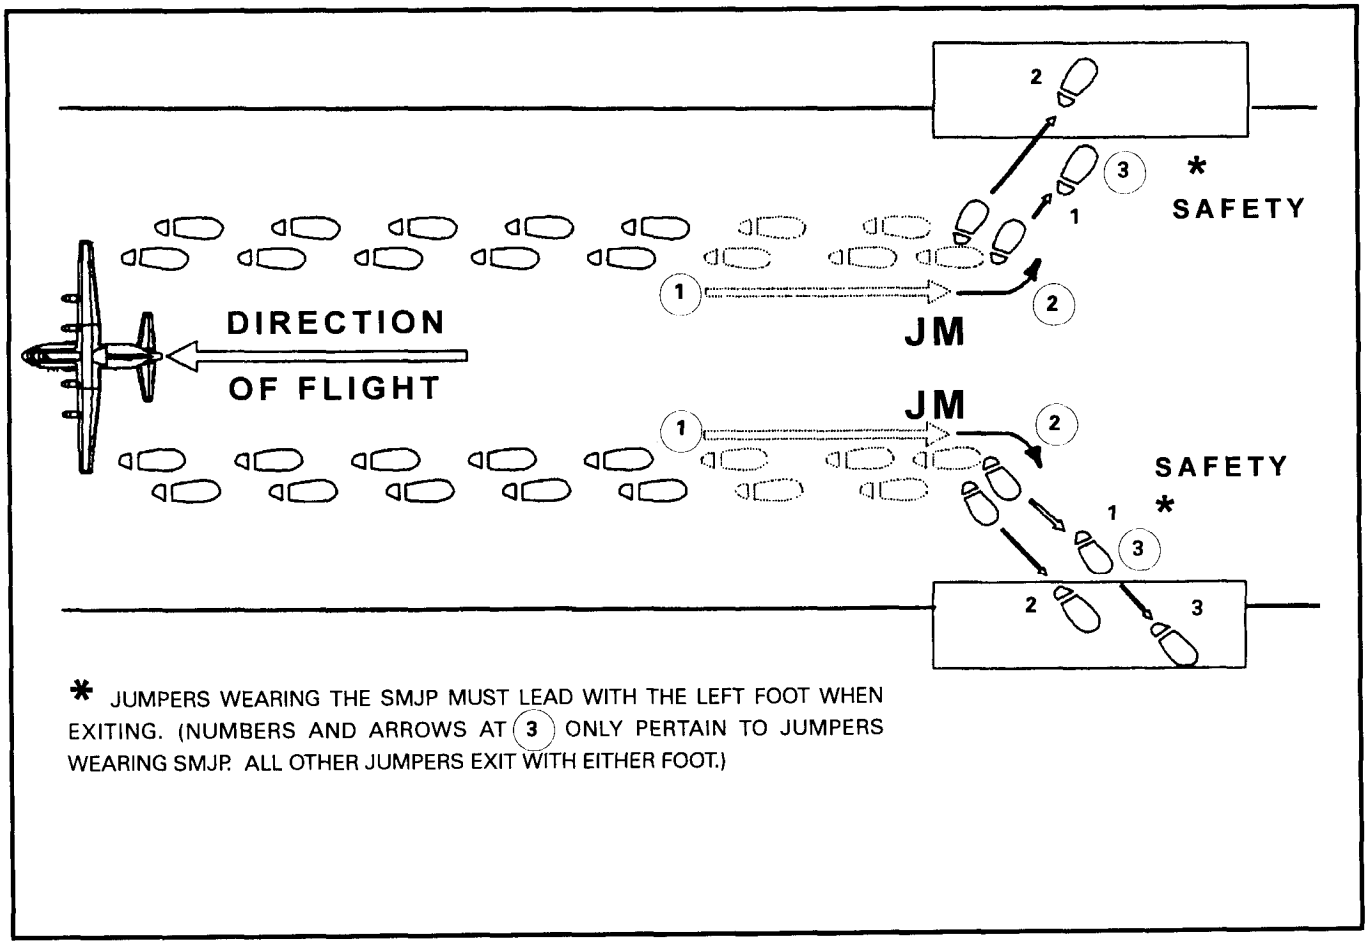

Figure 5-9. Jumper execution upon receiving the command STAND BY.
(1) At this command, parachutist number 1 shuffles toward the door. establishes eye-to-eye contact with the safety, hands the safety his static line, holds his elbows firmly into his sides with his palms on the end of the reserve, executes a half-left or half-right face to the open jump door, and awaits the command GO.
(2) All following parachutists maintain the static line bight and close up behind the preceding parachutist (Figure 5-9, page 5-9).